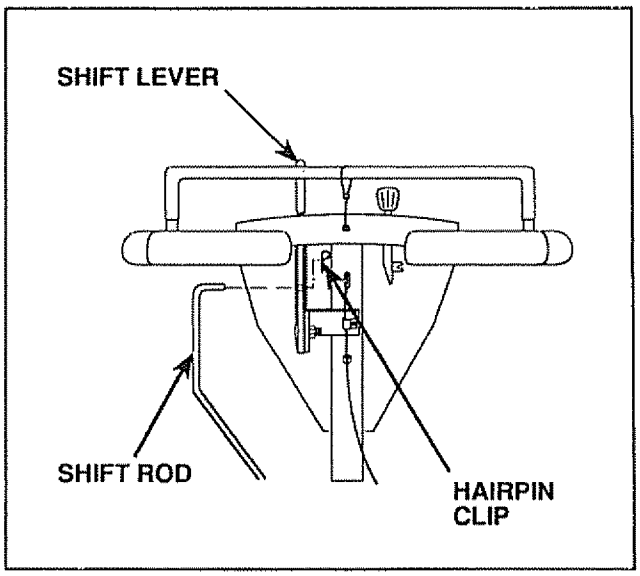

FIGURE 8
- Insert other end of Shift Rod into hole in Shift Lever (Fig. 8).